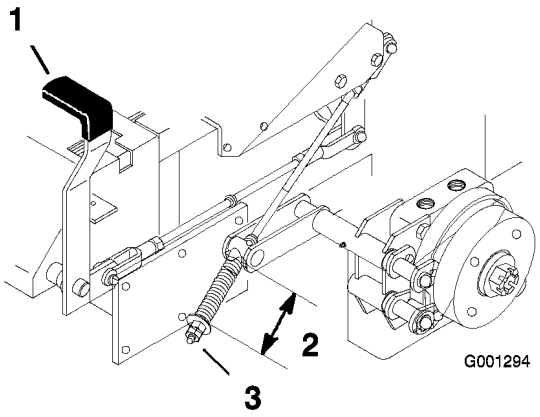

Figur 55
2. Mål lengden på fjæren. Lengden mellom skivene skal være 64 mm (Figur 55).
3. Hvis det er nødvendig med justering må du koble ut parkeringsbremsen, løsne på låsemutteren under fjæren og justere mutteren rett under fjæren (Figur 55). Drei mutteren inntil korrekt måling er oppnådd. Vri mutteren med klokken for å gjøre fjæren kortere og mot klokken for å gjøre den lengre.